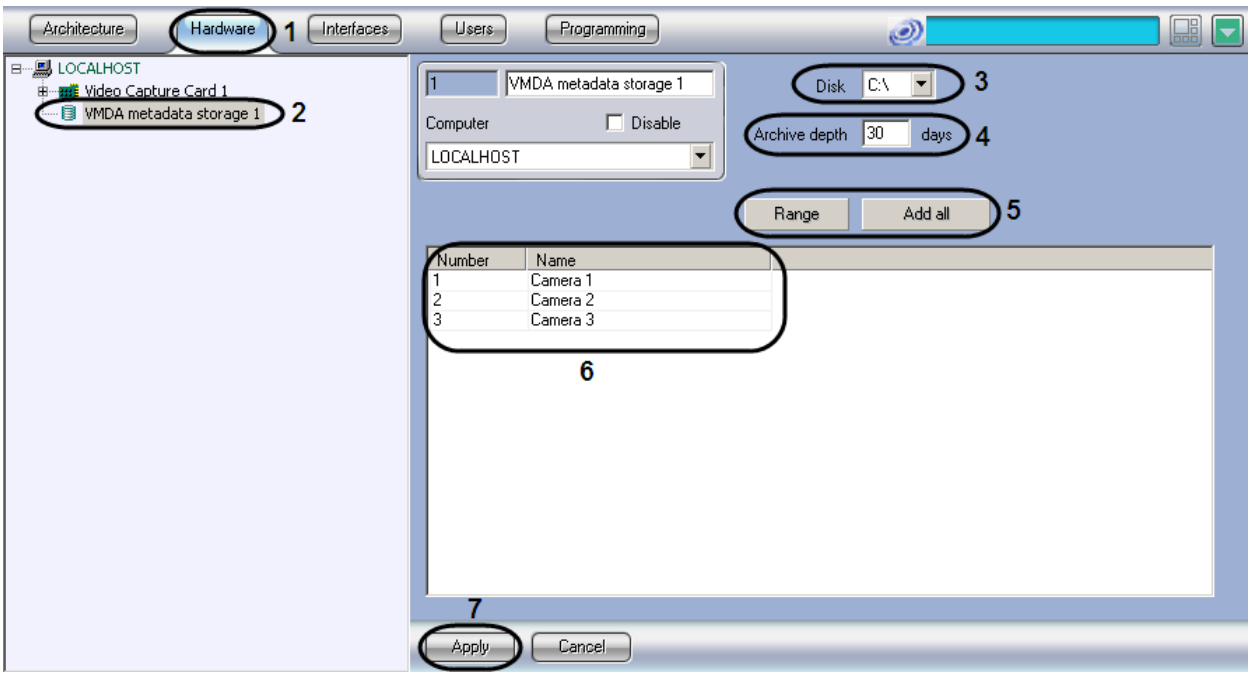

Figure 8.4-65 The “VMDA metadata storage” creation and configuration
1. Go to the “Hardware” tab in the “System settings” dialog box (Figure 8.4-65, 1).
2. Create the “VMDA metadata storage” object on the base of the “Computer” object in the objects tree. The settings panel for the created object appears in the right part of the “Hardware” tab (Figure 8.4-65, 2).
3. In the “Disk” drop-down list, select the disk for saving the archive (Figure 8.4-65, 3).
4. In the “Archive depth” field, set the time period (in days) of storing the archive (Figure 8.4-65, 4).
5. Select cameras metadata from which is to be saved in a created storage. To select all cameras registered in the system click the “Add all” button or click the “Range” button to go to the “Add/Edit Camera objects” window (Figure 8.4-65, 5).
As a result all selected cameras are displayed in the table (Figure 8.4-65, 6). One can edit the list of selected cameras in the table.
6. To save the changes, click the “Apply” button (Figure 8.4-65, 7).